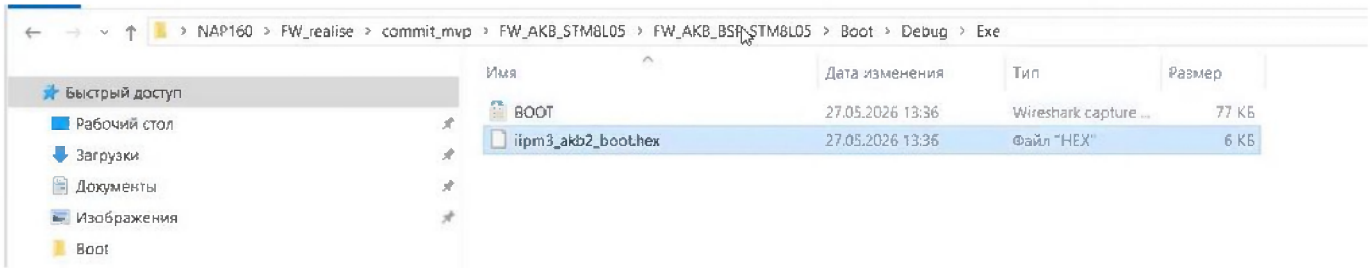

Рисунок 17
4.3.5 Файл iipm3_akb2_boot.hex будет создан в директории: C:\Рабочий стол\NAP160\FW_realise\commit_mvp\FW_AKB_STM8L05\FW_AKB_BSP_STM8L05\Boot\Debug\Exe (Рисунок 17).